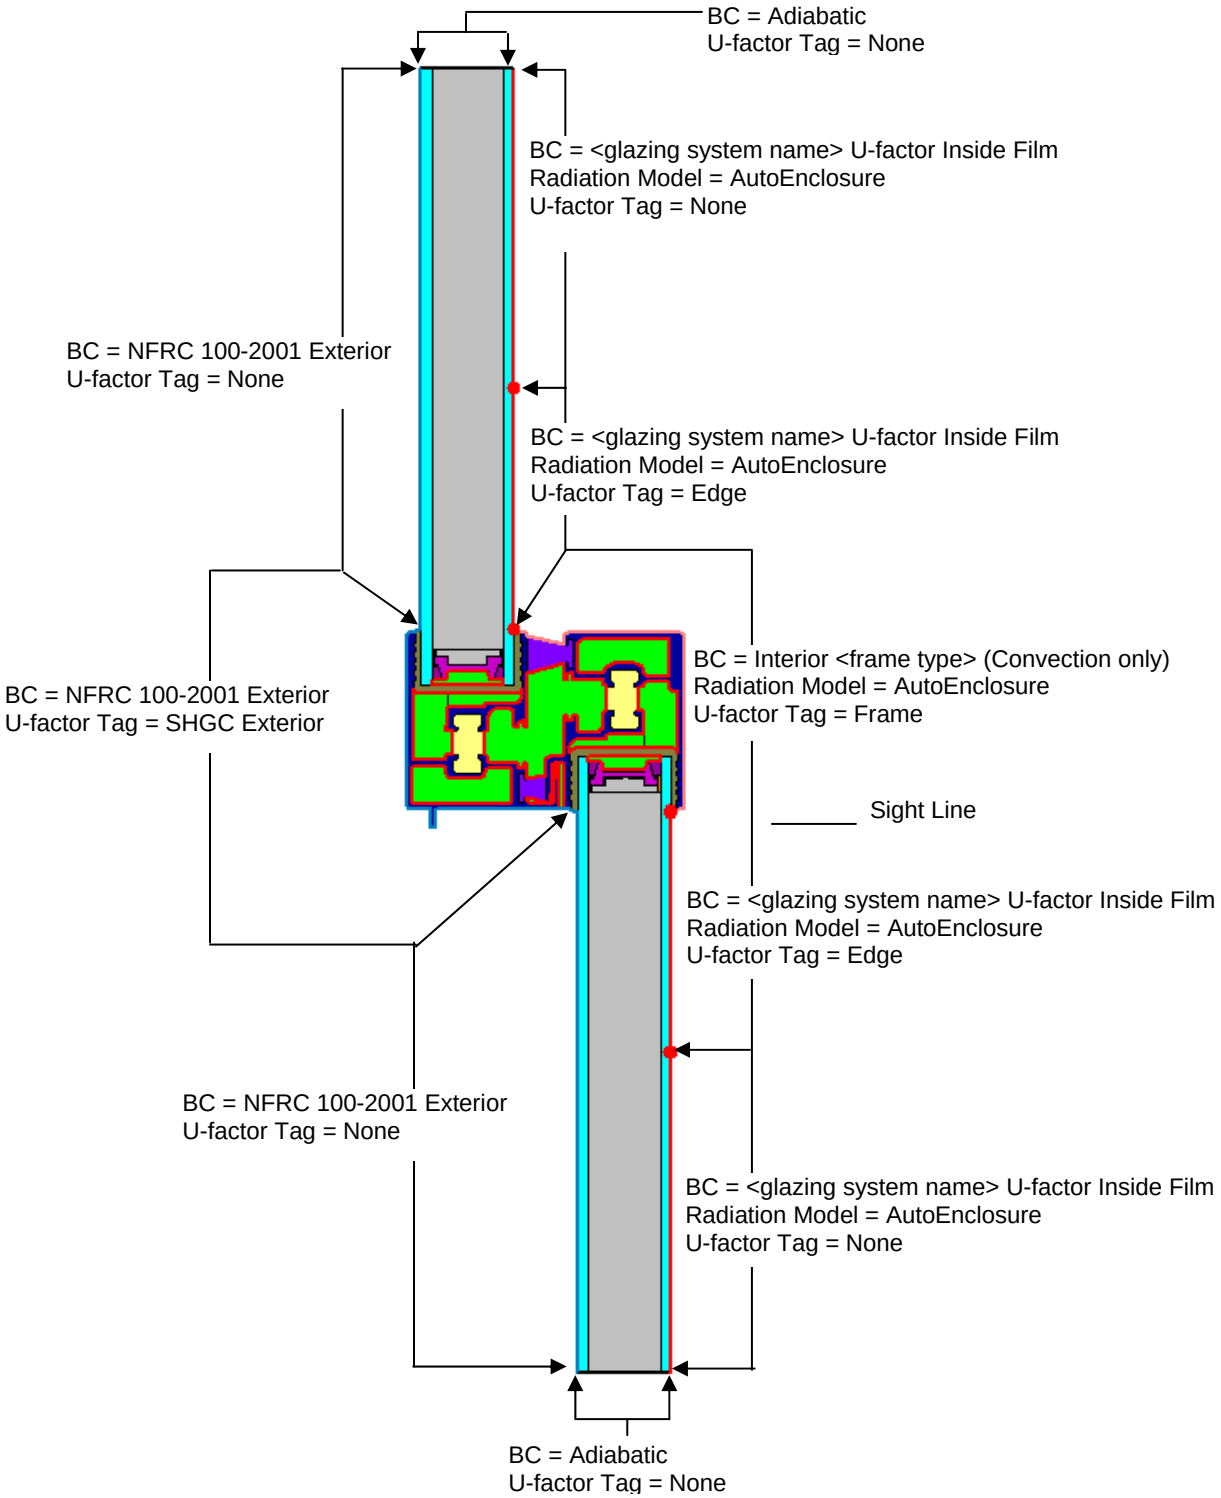

Figure 8-8. Define the Boundary Conditions for the meeting rail.
7. Define the boundary conditions by pressing the **Boundary Conditions** toolbar button, or clicking on the **Draw/Boundary Conditions** menu choice, or pressing the **F10** key. Make sure that the interior boundary conditions are set to **Radiation Model** = "AutoEnclosure". Assign the **Edge U-factor tag** to each of the interior glazing system boundary conditions, as shown in Figure 8-8.